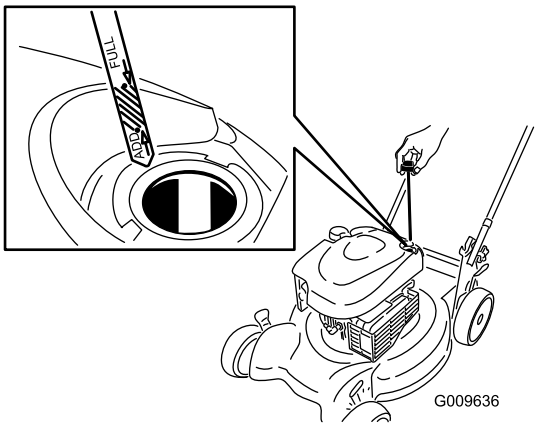

Figuur 22
2. Verwijder de peilstok (Figuur 22).
4. Giet **langzaam** olie in de vulbuis totdat het peil de **Vol**-markering op de peilstok bereikt (Figuur 22). **Niet te vol vullen.** (Maximale vulhoeveelheid: 0,59 l, type: SAE 30 reinigingsolie, met onderhoudsclassificatie SF, SG, SH, SJ, SL van het American Petroleum Institute [API] of hoger).